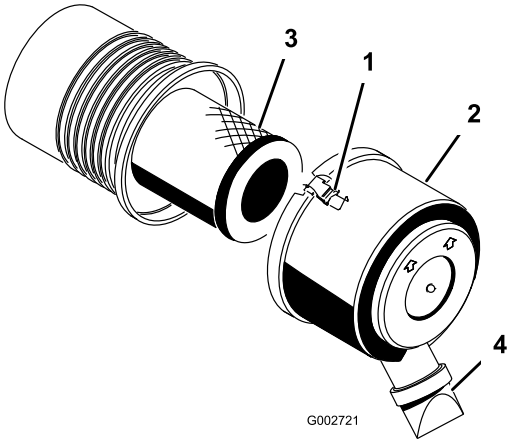

**Figur 27**
1. Frigör spärrhakarna som fäster luftrenarkåpan till luftrenaren (Figur 27).